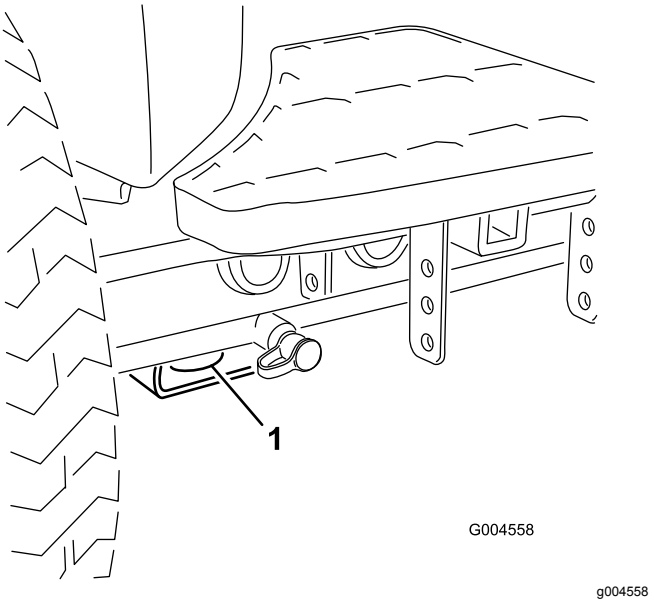

**Figur 39**
- For – hullet i den rektangulære plade, under akselrøret, indvendigt i forhold til hvert fordæk (Figur 39).